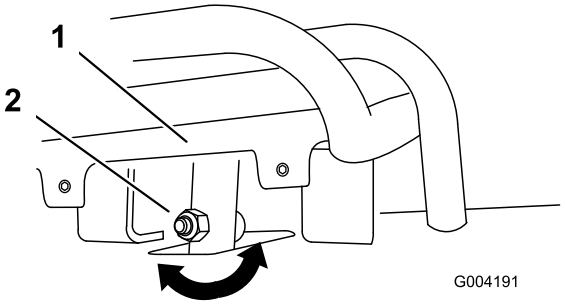
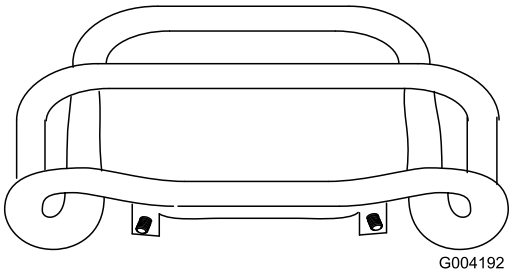

Figur 52
Figur 53
4. Om drivreglagets främre del inte ligger tätt intill och i rät vinkel mot referensstaven lossar du flänsmuttern och skruven på drivreglagets skaft (Figur 52).
5. Justera drivreglaget så att det ligger tätt intill mot referensstaven när det dras rakt bakåt (Figur 52 och Figur 53).